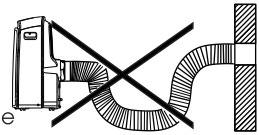

Fig.19
**DO NOT OVER BEND THE EXHAUST HOSE (SEE Fig.19)**